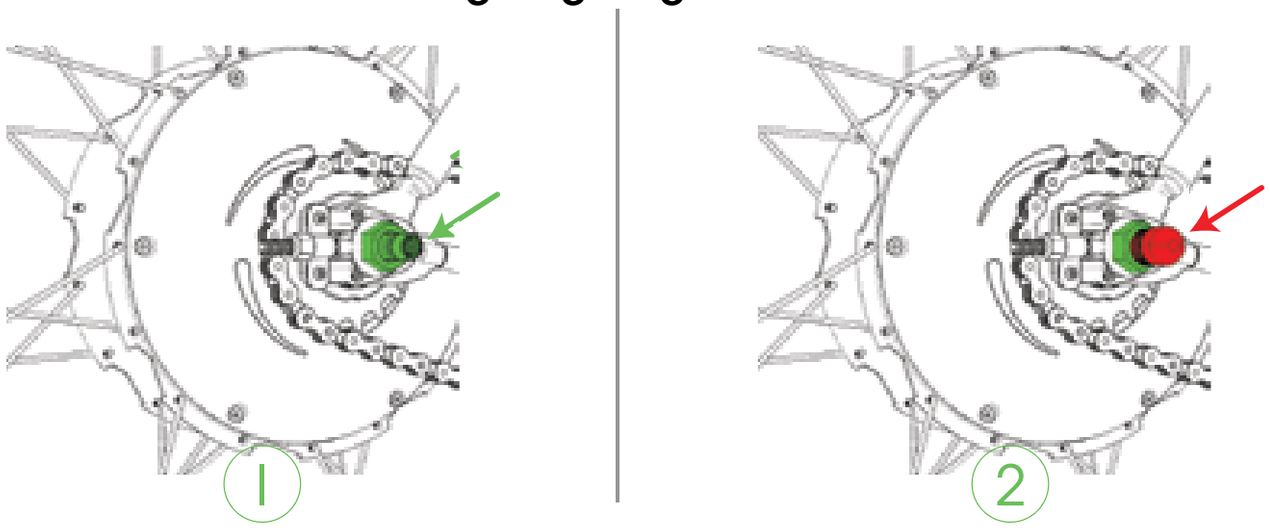

Abbildung 1: 6-poliger Ladekabel-Stecker (1) und Schutzkappe (2)
- Verwenden Sie das Fahrrad **NIEMALS** ohne Schutzkappe auf der Ladebuchse **(siehe Abbildung 1).** Wenn das Fahrrad ohne Schutz der Ladebuchse verwendet wird, erlischt der Gewährleistungsanspruch.
- **WENN Ihr BIKE+ all in one eine 6-polige Steckverbindung hat (siehe Abbildung 1), achten Sie bitte darauf, den 6-poligen Stecker des Ladekabels korrekt ausgerichtet an der 6-poligen Buchse anzustecken.** Andernfalls kann es zu Kurzschlüssen kommen. Wenn das Ladegerät nicht korrekt angeschlossen wird, erlischt die Gewährleistung. Verursachen Sie keinen Kurzschluss an den Steckerstiften des Ladegeräts.